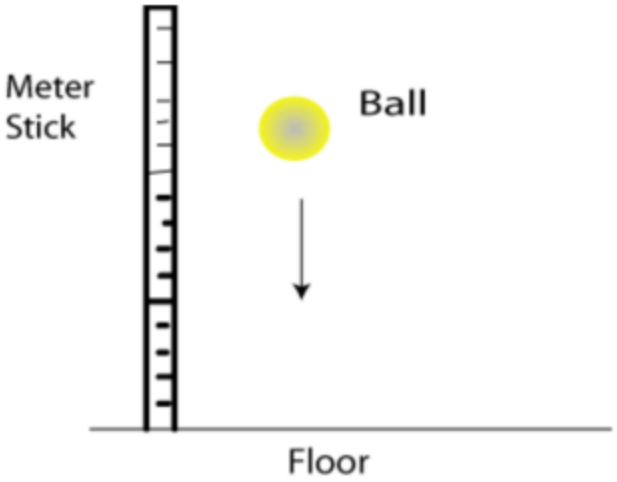

Figure 1: Experimental set-up
1. With the help of your meter rule (measuring tape) measure and place the ball at some certain drop height (h_1) above the floor as can be seen from figure 1.
6. With the use of conservation of energy equation, the velocity before (v_1) and after (v_2) collision of the ball can be obtained or calculated using equation (2).
7. Use equation (3) to find the coefficient of restitution.